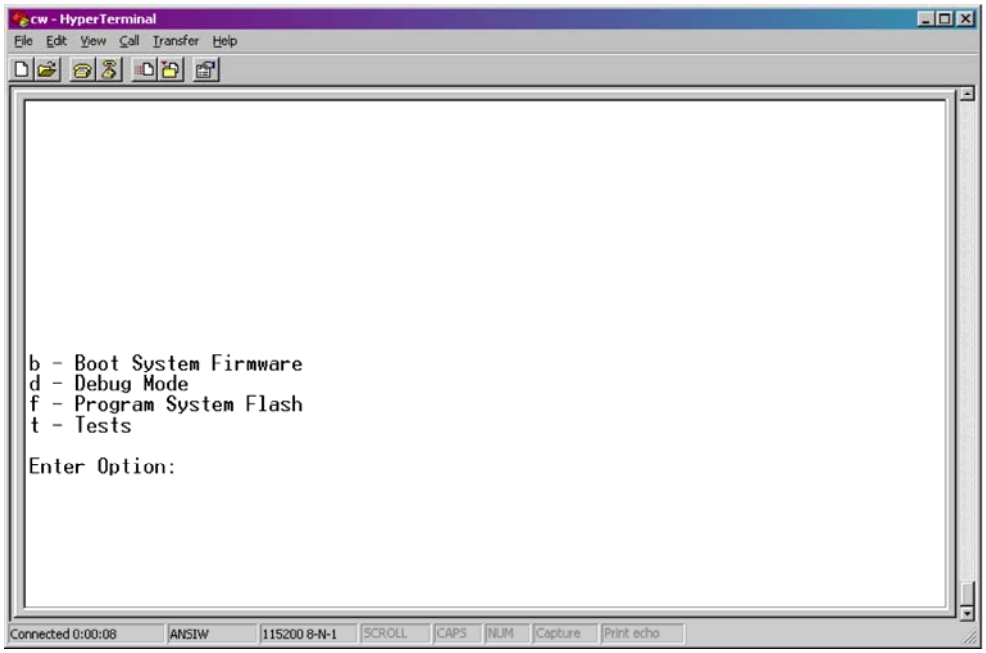

**Figure 2-22 - HyperTerminal Recovery Mode Menu**
From the HyperTerminal Recovery Mode menu (Figure 2-22), press the 'F' key to enter FLASH download. A message will be displayed warning that the FLASH is about to be erased; press the 'Y' key at the prompt. The screen will display dots as the flash devices are being erased; this could take a few minutes.
5. When the FLASH is ready for download the letter C will be displayed on the screen. In the HyperTerminal command bar click on Transfer and then Send File (see Figure 2-23). In the Send File Dialog Box (see Figure 2-24), select “1KXmodem” for the protocol, enter the filename of the appropriate .bin file in the format “e1s*xxxxx*.bin” or “e3s*xxxxx*.bin” (where *xxxxx* varies from release to release). Click on the Send button to start the download (see Figure 2-24). When the HyperTerminal Recovery Mode Menu of Figure 2-22 appears, the download has completed.